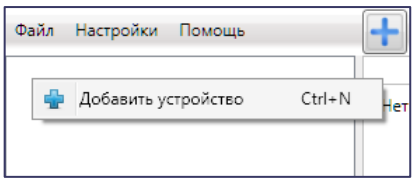

Рисунок 4.3 — Регистрация контроллера вручную
- щелкните правой кнопкой мыши по свободному месту в области дерева устройств программы *Конфигуратор Профессионал* (см. 4.3) и в появившемся меню выберите *Добавить устройство* (см. рисунок 4.3);